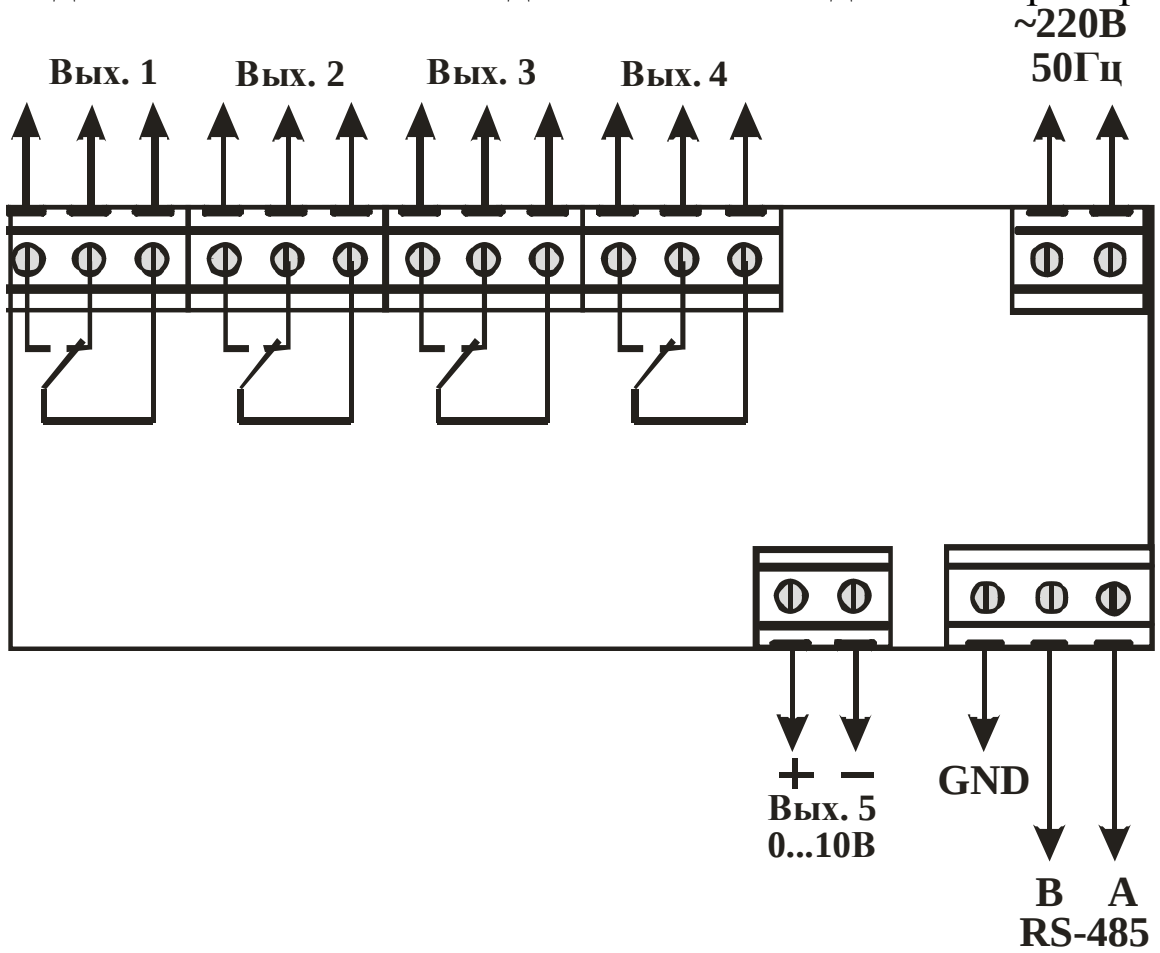

Рисунок 5.1 – Схема подключения источника питания, интерфейса связи и исполнительных устройств
5.2 Проложите линии связи, предназначенные для соединения прибора с сетью питания, интерфейсом связи и исполнительными устройствами с учетом расположения клеммников на передней панели прибора (см. рисунок 5.1).